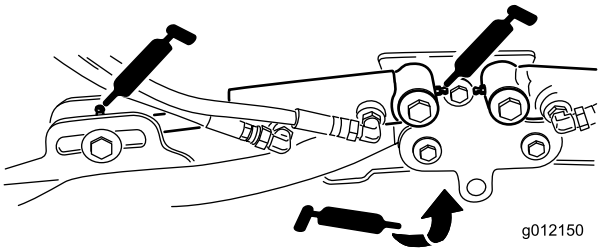

Figur 47
- Klippenheternas lyftarmscylindrar (2 var) (Figur 47)
- Lyftarmens svängtappar (1 var) (Figur 47)